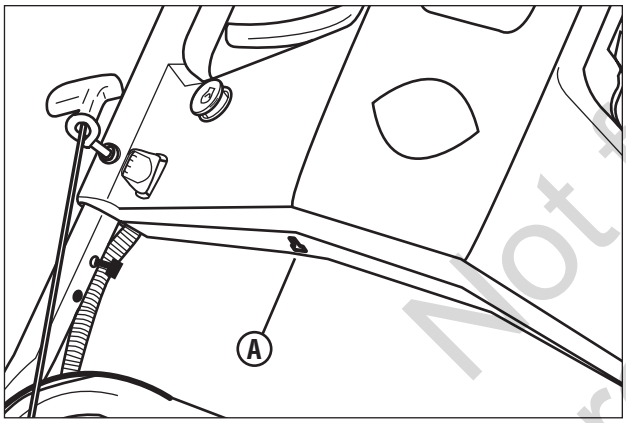

Figure 14 : Sortie de charge de batterie
1. Pour utiliser le chargeur fourni, branchez le connecteur du chargeur dans la sortie de charge de batterie **(A, Figure 14)**. Branchez le chargeur dans une prise de courant murale et chargez la batterie de 12 à 24 heures (des périodes de chargement plus longues n'endommagent pas la batterie).